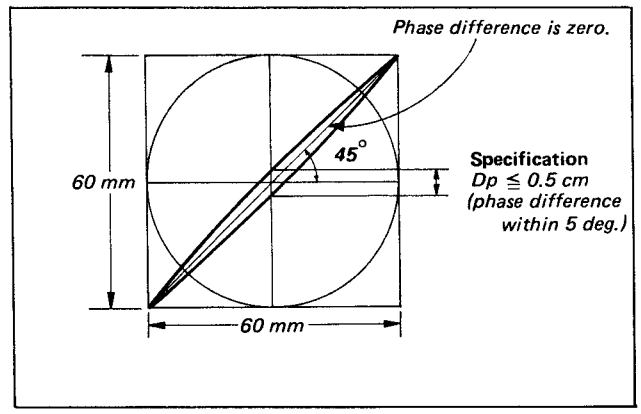

Fig. 10-25. Audio phase adjustment
3. Check that the phase difference between the audio CH-1 and CH-2 is within 5 degrees as shown in Fig. 10-25. If this specification is not satisfied, proceed to Step 5.